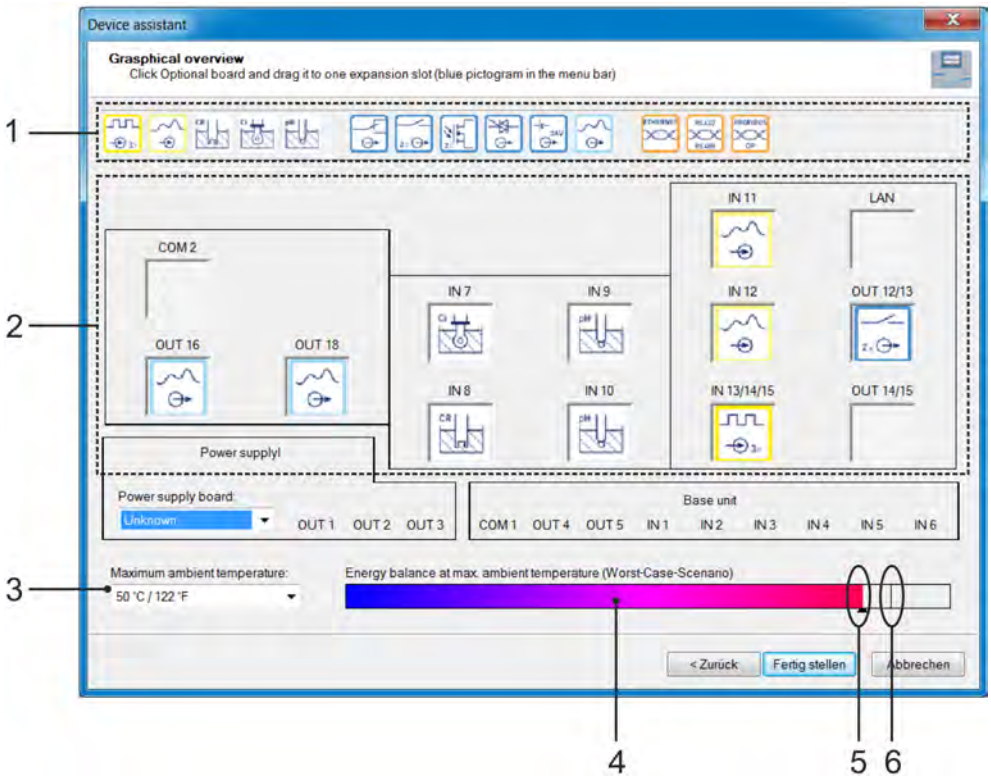

Fig. 98: Graphical monitoring
7. Here you can simply drag and drop the desired option boards (Fig. 98 , 1) symbolically into or from the corresponding slots (Fig. 98 , 2).
In this case, for the bar graph "energy balance" (Fig. 98 , 4) the warming of the housing interior is expected. It takes into account the total heat output by the base and power supply unit and the option board and the influence of preset ambient temperature (Fig. 98 , 3). The small vertical bar in this display (Fig. 98 , 6) represents the limit that must not be exceeded.
When the limit is exceeded, the colour of the pointer changes on the bar graph (Fig. 98 , 5) from black to red.